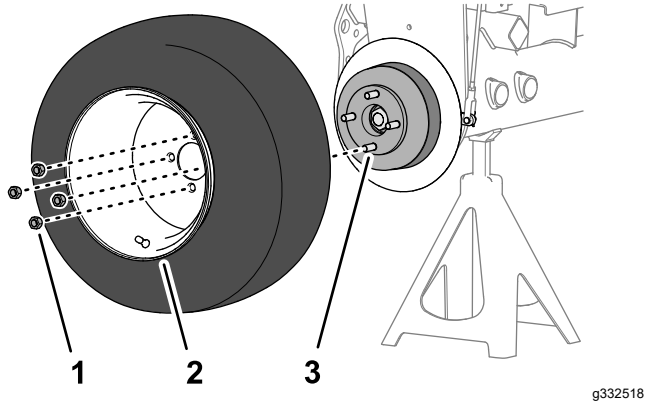

Figuur 74
1. Monteer het wiel aan de naaf met de 4 wielmoeren (Figuur 74) en draai de wielmoeren met de hand vast.